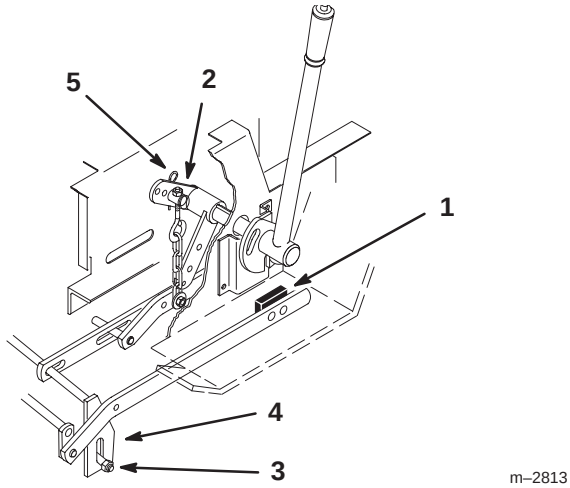

Figure 20
4. If the bumpers do not contact footrests, adjust the lift chain by turning the nut on the eyebolt in the rear hole of tractor lift (Fig. 20). Turn the nut clockwise to raise the mower or counterclockwise to lower it.